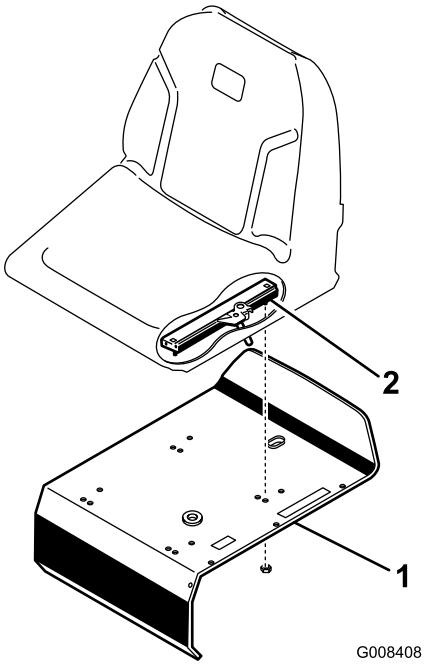

**Figur 3**
3. Säkra sätesskenorna på sätesstödet med låsmuttrarna (5/16 tum) (Figur 3) som medföljer bland de lösa delarna.